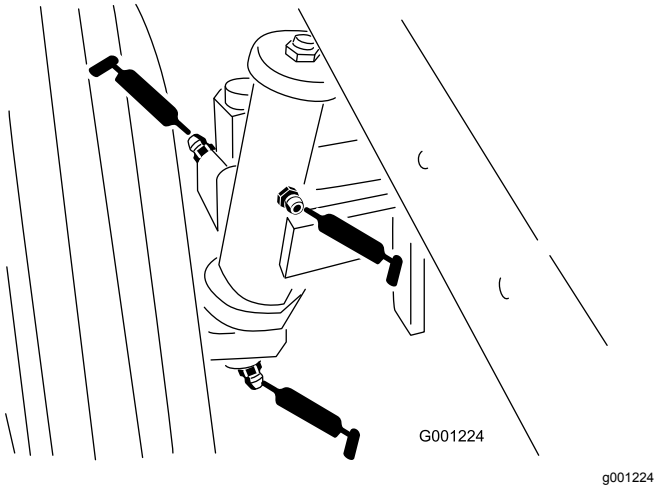

Figur 38
- Bakhjulets spindelhylser (Figur 38)